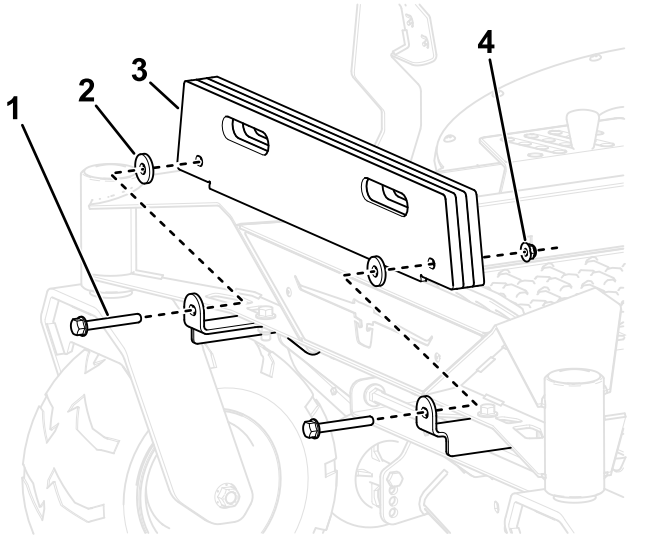

Figure 4
2. Install the bagger weights (amount determined by deck size) to the weight mounting brackets to the weight mounts with 2 bolts (3/8 x 2-3/4 inches), washers, and locknuts (3/8 inch) as shown in Figure 4.